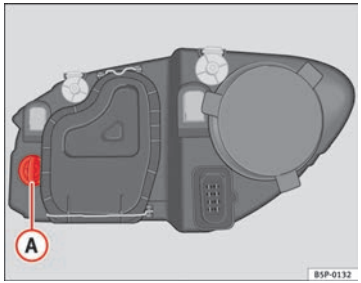

Fig. 189 Turn signal bulb
– Turn bulb holder ⇒ Fig. 189 (A) to the left and pull.